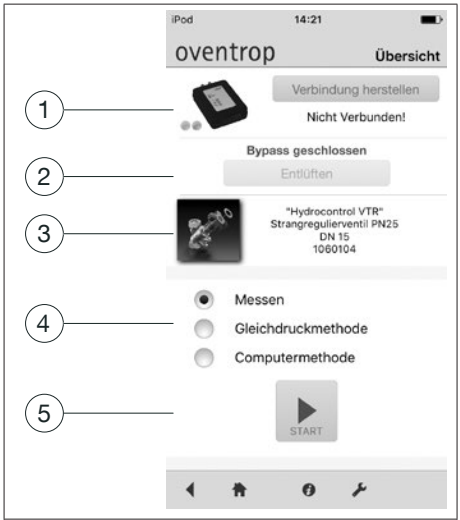

Fig. 4: Visión general
10. Una vez que el venteo se ha completado, seleccione el método de medición requerido (ver Fig. 4 en página 27).